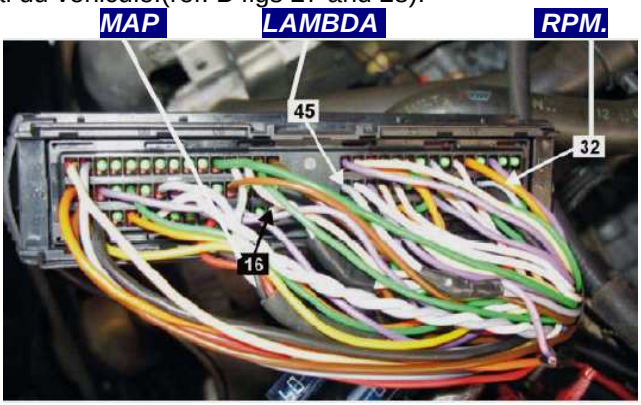

fig 3
***SANDERO** – Le signal de RPM du moteur est repris du pin 32- ECU avec essence par l'intermédiaire d'un conducteur MARRON, la 80-100 mm à partir de la sortie du connecteur ECU essence (fig.3)*
***SANDERO** – Le signal de pression de l'air dans le collecteur d'admission est repris par le pin 16 ECU essence par l'intermédiaire d'un conducteur ROUGE/JAUNE, à 80-100 mm de la sortie du connecteur ECU essence (fig.3)*